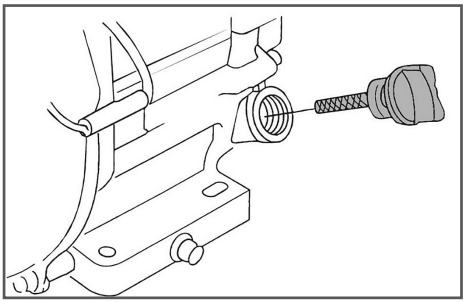

Рис. 5 Крышка-щуп маслозаливной горловины
2. Открутите крышку-щуп маслозаливной горловины и извлеките щуп (Рис. 5).
2. Выкрутите крышку-щуп маслозаливной горловины и извлеките щуп (Рис. 5).